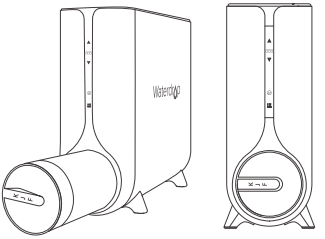
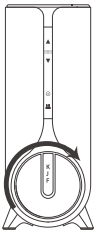

Figure 22
Figure 23
(3). Install the new filter. Put the new one into the filter barrel. The filter handle is perpendicular to the display bar. **(Figure 22)** Then rotate 90° clockwise until the filter handle is in line with the display bar. **(Figure 23)**